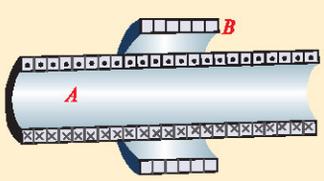

图 1-4-13　一对同轴螺线管
5. 图 1-4-13 表示一对同轴螺线管，图中线圈 A 中的电流方向用“·”和“×”表示，请画出线圈 A 的磁感线，再分析如果线圈 A 中的电流增大或减小，则线圈 B 中的感应电流分别为什么方向.